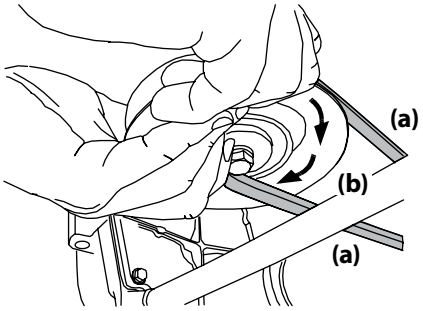

Figure 4-15
d. While still holding the PTO belt (a) downward, continue turning the PTO pulley (b) until the PTO belt (a) is rolled off the PTO pulley (b). Refer to Figure 4-15.
11. Pull the right side of the PTO belt rearward and place the narrow V-side of the PTO belt into the PTO pulley. See Figure 4-15.
12. While holding the PTO belt and PTO pulley together, rotate the PTO pulley to the left (See Figure 4-15). Continue holding and rotating the PTO pulley and PTO belt until the PTO belt is fully rolled into the PTO pulley.